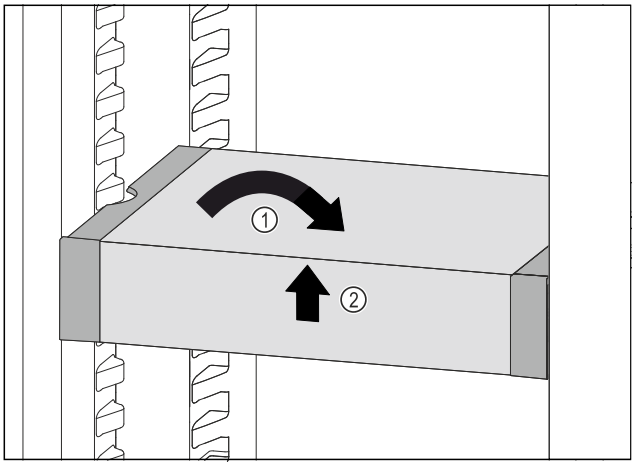

Fig. 91
▶ Poziționați drept VarioSafe. *Fig. 91 (1)*
▶ Ridicați în față VarioSafe. *Fig. 91 (2)*